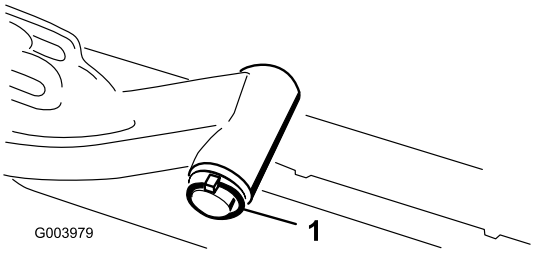

**Figuur 12**
A. Verwijder de lynch-pen en de ring waarmee de as van het draaipunt van de hefarm is bevestigd aan de hefarm, en schuif de as uit de hefarm (Figuur 12).
C. Steek de as van de hefarm in de hefarm en zet deze vast met de ring en de lynch-pen (Figuur 12).